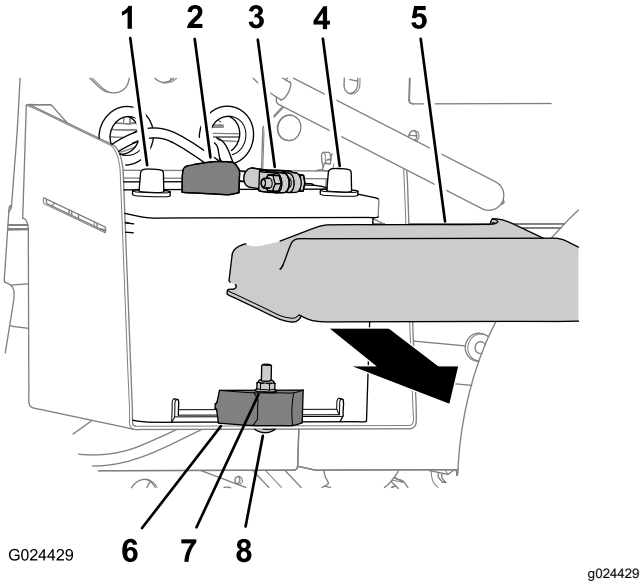

Rysunek 36
1. Ściśnij boki pokrywy akumulatora i zdejmij pokrywę z górnej części akumulatora (Rysunek 36).
2. Odłącz ujemny przewód od ujemnego zacisku akumulatora (Rysunek 36).
3. Odłącz dodatni przewód od dodatniego zacisku akumulatora (Rysunek 36).
2. Odkręć nakrętkę zabezpieczającą, wyjmij śrubę podsadzaną i zacisk akumulatora mocujący akumulator do tacy akumulatora (Rysunek 36).
3. Zdejmij akumulator z tacy akumulatora (Rysunek 36).
1. Ustaw akumulator na tacy akumulatora w pojeździe (Rysunek 36).
Informacja: Upewnij się, że dodatni i ujemny biegun akumulatora znajdują się jak na Rysunek 36.
2. Używając zacisku akumulatora, śruby podsadzanej i nakrętki zabezpieczającej zamocuj akumulator do tacy akumulatora (Rysunek 36).
1. Podłącz dodatni przewód do dodatniego zacisku akumulatora (Rysunek 36).
2. Podłącz ujemny przewód do ujemnego zacisku akumulatora (Rysunek 36).
3. Załóż pokrywę akumulatora na górną część akumulatora (Rysunek 36).